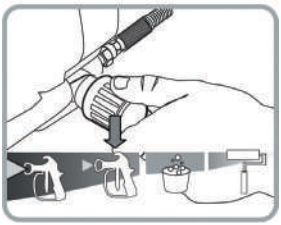

Рис. 33
8. Переведите регулятор давления в положение минимального распыления (рис. 33).